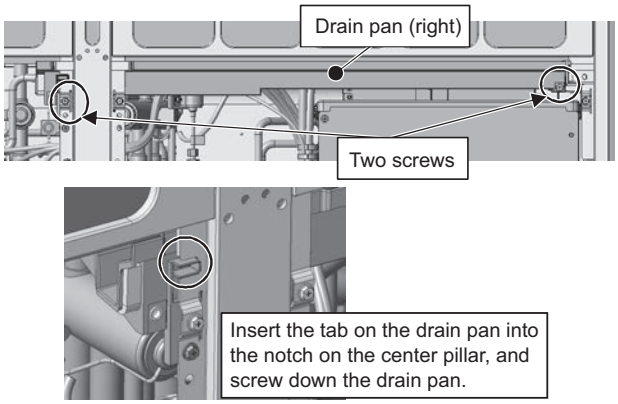

Figure 7
(1) Screw down the right drain pan with two screws. (See Figure 7.)